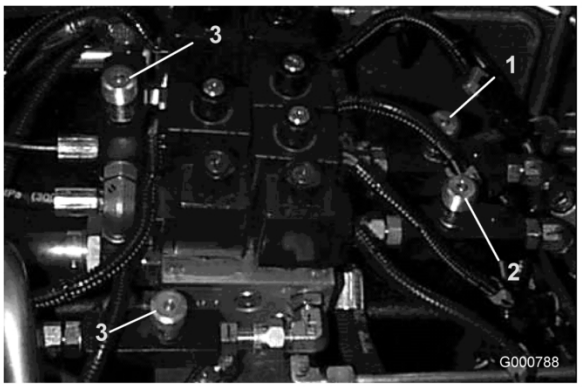

Figura 74
1. Accedete alle valvole situate sotto il sedile, per regolare gli elementi di taglio anteriori (Figura 74).
9. Accedete alle valvole situate sotto il sedile, per regolare gli elementi di taglio laterali (Figura 74).